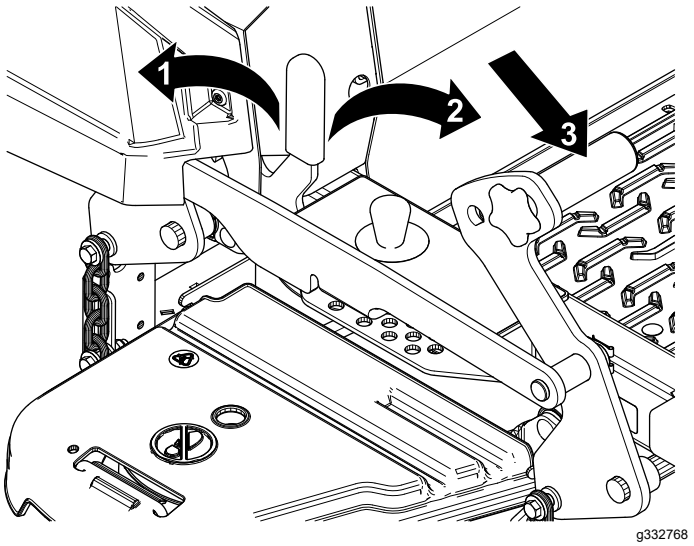

Figuur 28
1. Duw het maaidekhefpedaal volledig naar voren om het maaidek te vergrendelen in de TRANSPORTSTAND (Figuur 28).
2. Duw het maaidekliftpedaal naar voren en duw de transportvergrendeling naar voren naar de ONTGRENDELDE stand, laat dan langzaam het maaidek neer (Figuur 28).